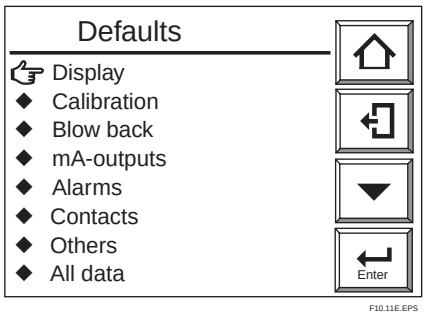

Figure 10.11 Defaults Display
(1) Press the Setup key in the Basic panel display to display the Execution/Setup display. Then choose Setup.
(2) Select Others from the “Commissioning” (Setup) display.
(3) Choose “Defaults.” The “Defaults” display shown in Figure 10.11 appears.